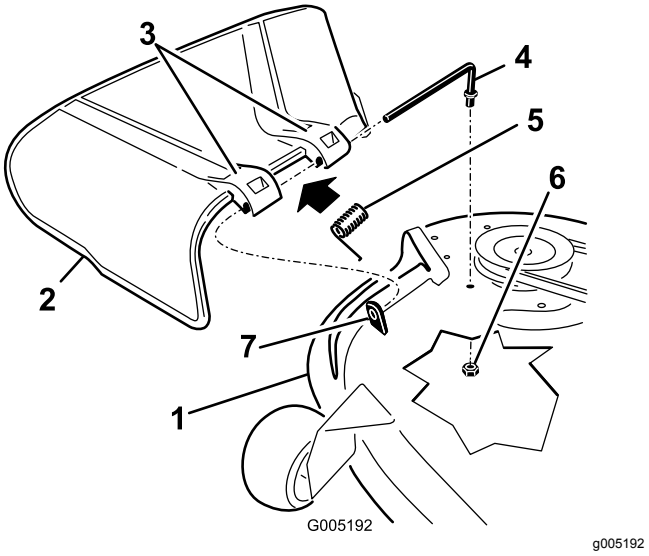

Figure 59
1. Localisez les éléments montrés à la Figure 59.
2. Retirez l'écrou (⅜ po) de la tige, sous le tablier de coupe (Figure 59).
d'herbe (Figure 59). Déposez le déflecteur d'herbe s'il est endommagé ou usé.
4. Remettez en place le déflecteur d'herbe (Figure 59).
6. Placez le ressort sur la tige, les fils d'extrémité dirigés vers le bas, entre les supports du déflecteur d'herbe. Insérez la tige dans le deuxième support du déflecteur d'herbe (Figure 59).
7. Insérez la tige à l'avant du déflecteur dans la courte cheville de positionnement sur le tablier. Fixez l'extrémité arrière de la tige dans le tablier de coupe à l'aide d'un écrou (⅜ po) (Figure 59).